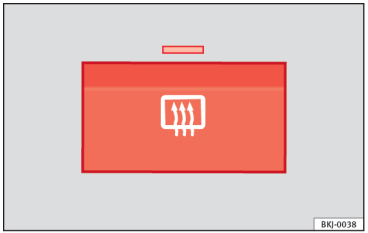

Fig. 126 Together with the air conditioning controls: heated rear window switch.
– Press the demisting button ››› **Fig. 126**